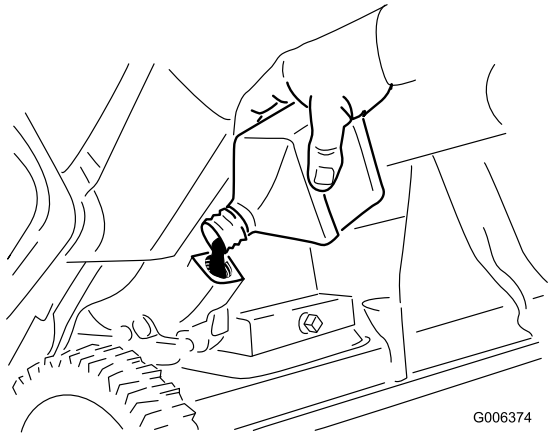

Рисунок 32
8. Установив снегоочиститель в рабочее положение, **осторожно** залейте масло в маслозаливную горловину. Подождите 3 минуты, после чего добавьте масло до точки перелива (Рисунок 32).